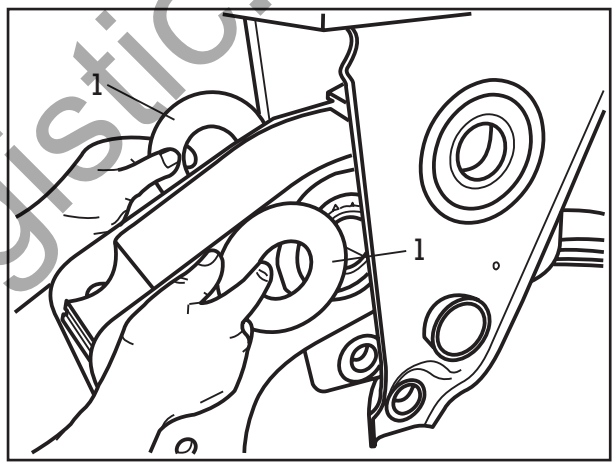

Рис. 8
(13) Смазать кольца (рис. 8/1) с обеих сторон конситентной смазкой и установить их на балансире.
(14) Вставить балансир вместе с кольцами в опору.